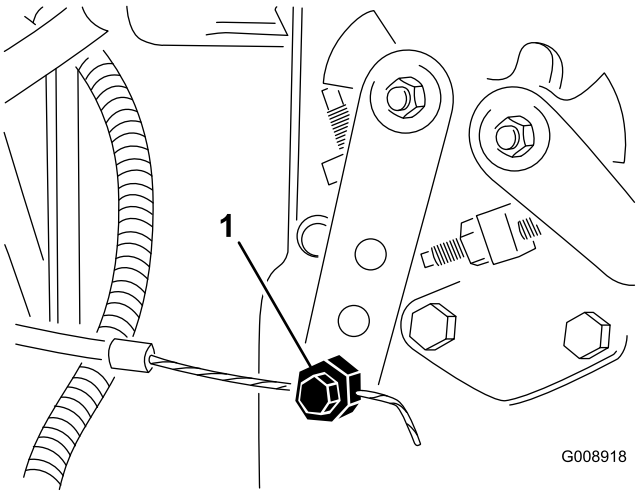

Rysunek 74
2. Poluzuj nakrętkę mocującą linkę przepustnicy do ramienia pompy wtryskowej (Rysunek 74).